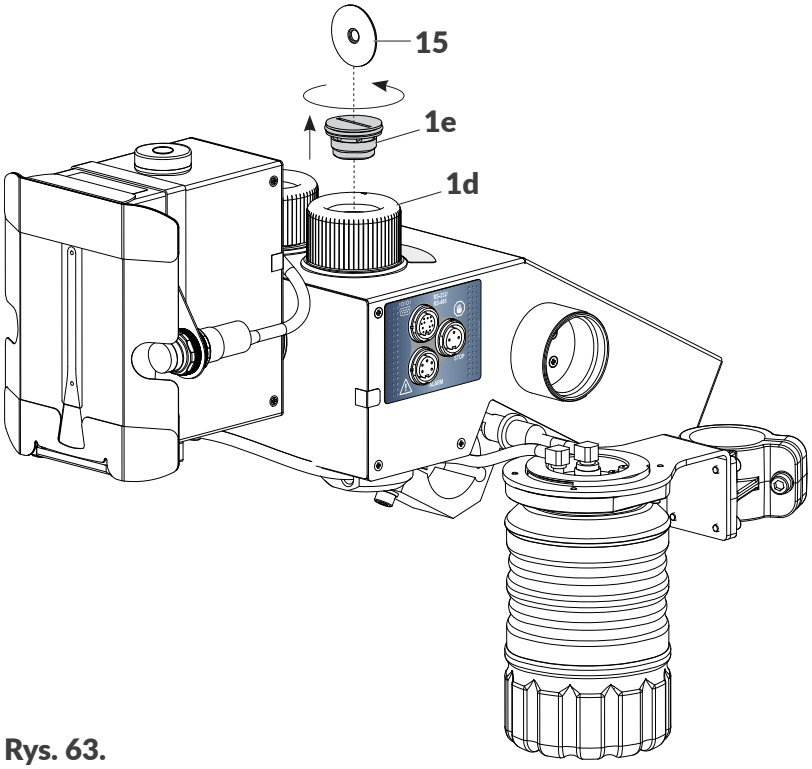

Rys. 63.
Zanieczyszczony filtra powietrza **1e** (patrz *Rys. 63 na stronie 153*) może być przyczyną zapowietrzania się głowicy drukującej co w konsekwencji może doprowadzić do pogorszenia jakości wydruków lub nawet do ich całkowitego zaniku. Dlatego też konieczne jest systematyczne kontrolowanie stanu filtra powietrza **1e** z częstotliwością dopasowaną do warunków pracy urządzenia. Czysty filtr powietrza powinien mieć siatkę filtrującą koloru białego. Jeżeli siatka filtrująca jest zanieczyszczona to zalecana jest wymiana kompletnego filtra powietrza **1e**. Filtr powietrza powinien być wymieniany nie rzadziej niż co **12 miesięcy**.
2. Za pomocą przyrządu **15** wykręć filtr powietrza **1e** (patrz *Rys. 63 na stronie 153*) z zaworu systemu atramentowego **1d**.